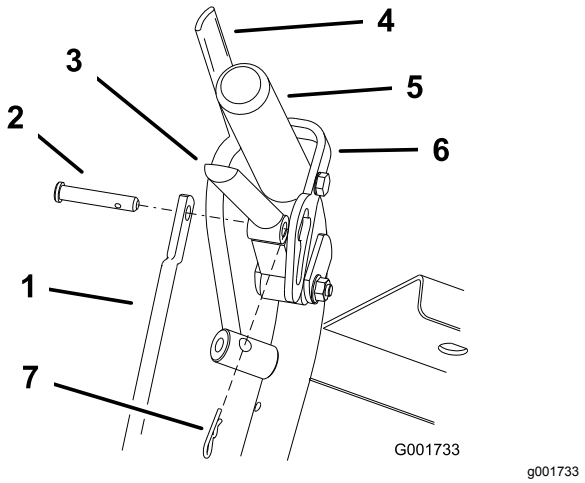

Figuur 39
1. Stel de lengte van de stang af door de rijhendel los te laten en de R-pen en gaffelpen te verwijderen. Draai de stang in de fitting (Figuur 39).
4. Steek de gaffelpen in de rijhendel (Figuur 39).
6. Steek de R-pen tussen de rijhendels en de vergrendelde neutraalstand en in de gaffelpennen (Figuur 39).